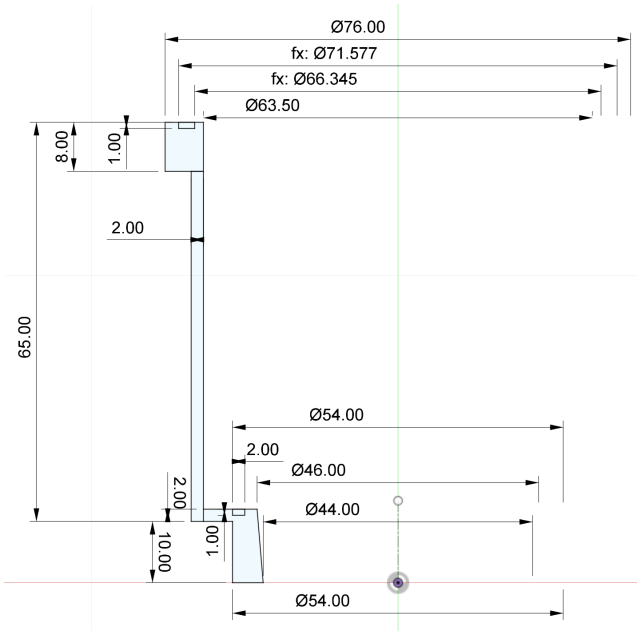

Figure 6. Adding dimensions to fully constrain a sketch.
6. Add the 65 mm dimension as shown in Figure 6 and check to make sure that the entire sketch is fully constrained.